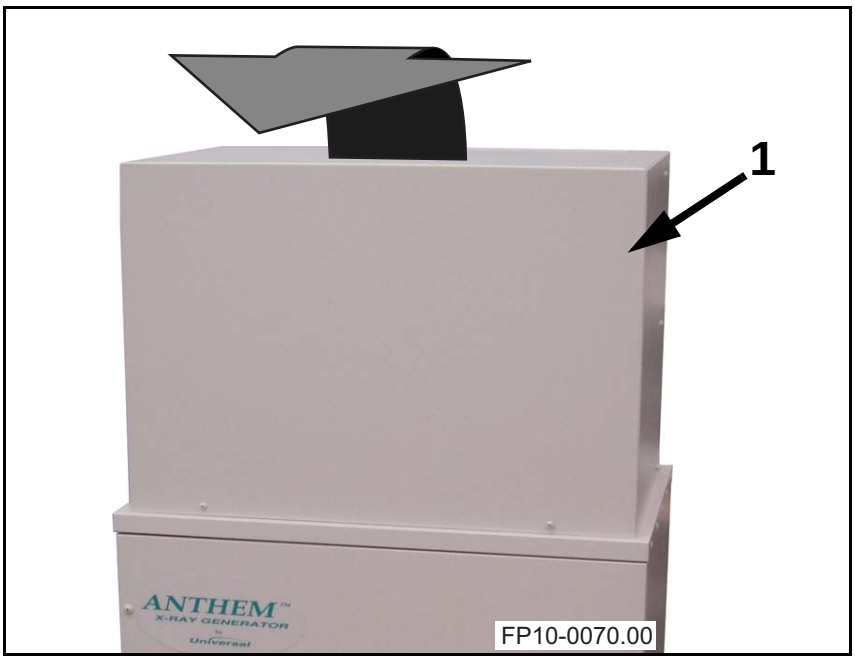

Figure 6-2. Removal of Upper Cabinet Cover
2. Unscrew eight upper cabinet cover screws (two in front and three on each side) and lift off cover (1 in Figure 6-2).